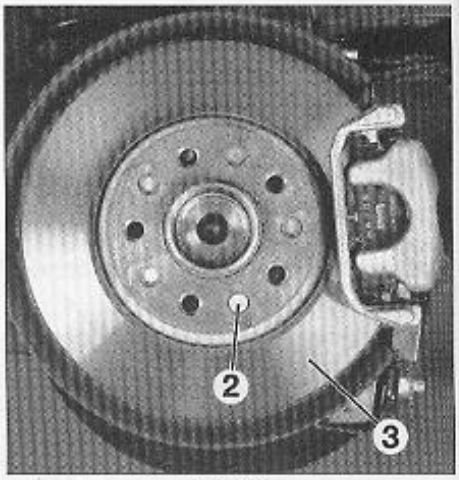

FIG. 14
• Déposer la fixation (2) du disque de frein (3) (Fig.14).